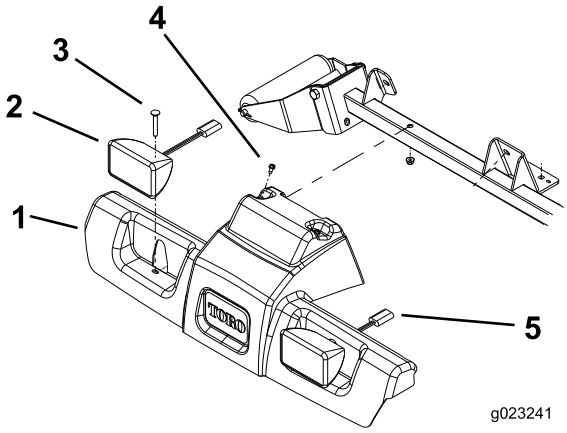

Bild 2
1. Entfernen Sie die Muttern von den zwei Schlossschrauben, mit denen die Scheinwerfer am Rahmen der Zugmaschine befestigt sind (Bild 2).
2. Entfernen Sie die zwei geschlitzten Schrauben, mit denen die Oberseite der Plattformhaube am Rahmen befestigt ist (Bild 2).
3. Ziehen Sie Scheinwerfer-Kabelanschlüsse ab und nehmen Sie die Haube vom Rahmen ab (Bild 2).